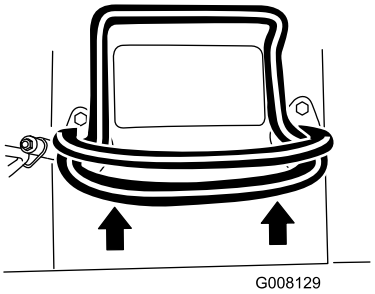

Figur 9
- För drivreglaget framåt för att köra framåt (Figur 9).